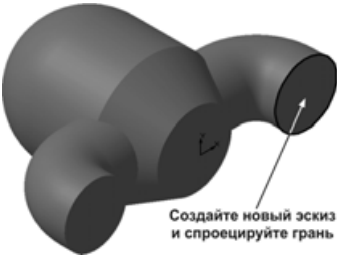

Рис. 6.61
- Создайте новый эскиз на плоской грани зеркального элемента и спроецируйте в эскиз эту грань (рис. 6.61). Мы получили эскиз, содержащий сечение будущего элемента. Закройте эскиз.